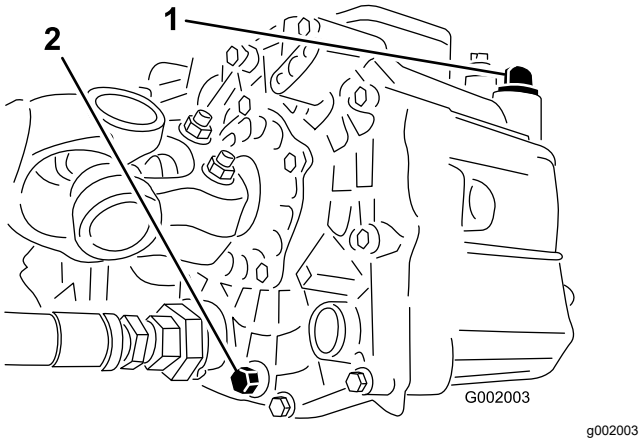

Figur 55
3. Ta bort avtappningspluggen från tankens sida och låt hydrauloljan rinna ner i uppsamlingstråget (Figur 55).